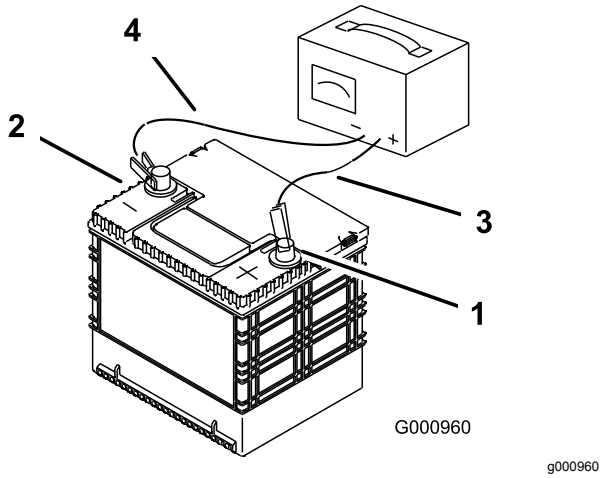

Figuur 65
2. Zodra de accu volledig is opgeladen, haalt u de acculader uit het stopcontact en maakt u vervolgens de oplaadkabels los van de accuklemmen (Figuur 65).